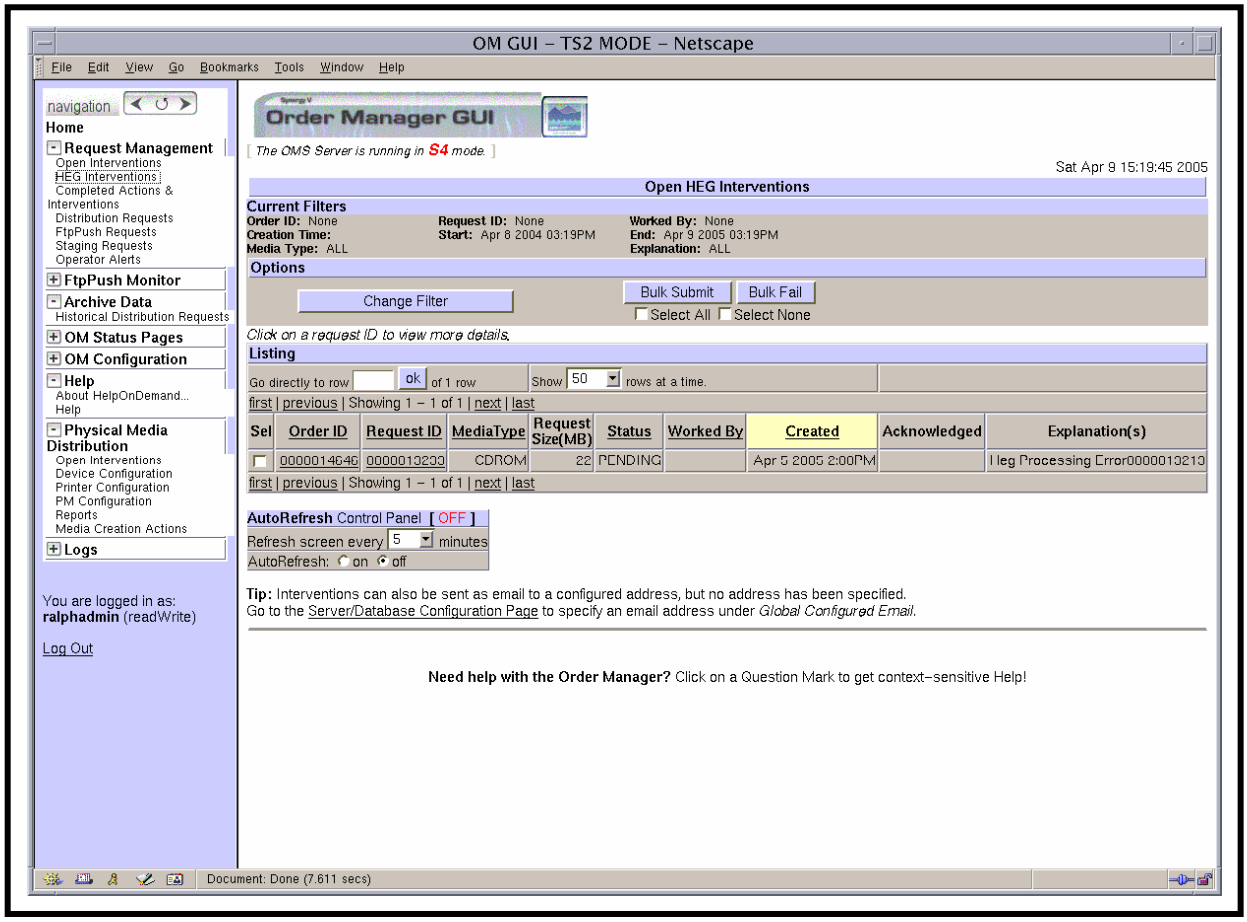

Figure 40. Open HEG Interventions Page
The **Open HEG Interventions** page (Figure 40) provides the Distribution Technician (whether full-capability or limited capability operator) with a means of viewing HEG interventions. The page is hard-coded to display HEG interventions only.
- The **Open HEG Interventions** page (Figure 40) is displayed.